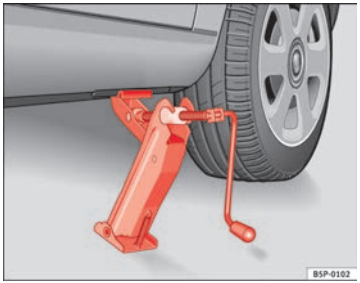

Fig. 181 Fitting the jack
– Align the jack so that the arm of the jack fits around the rib under the door sill and the movable base plate of the jack is flat on the ground ⇒ fig. 181.